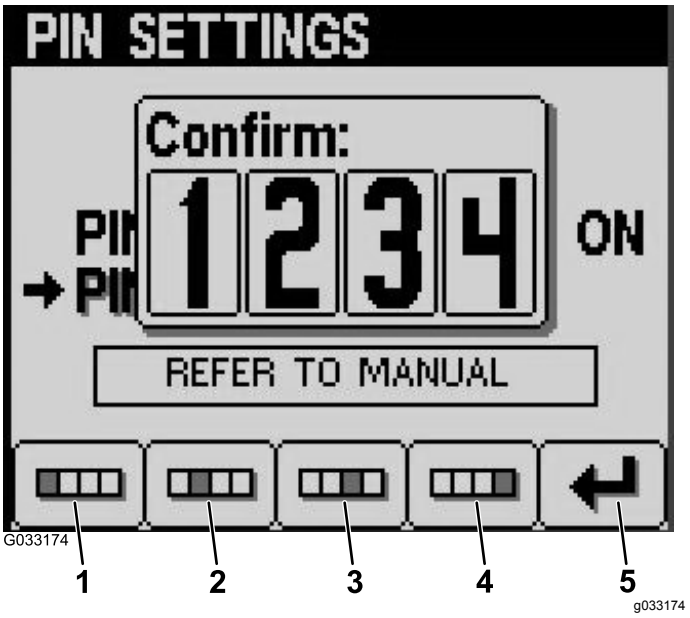

Figur 26
8. Bekräfta din nya PIN-kod med knapparna 1–4 och tryck på knapp 5 när du har matat in PIN-koden (Figur 26).